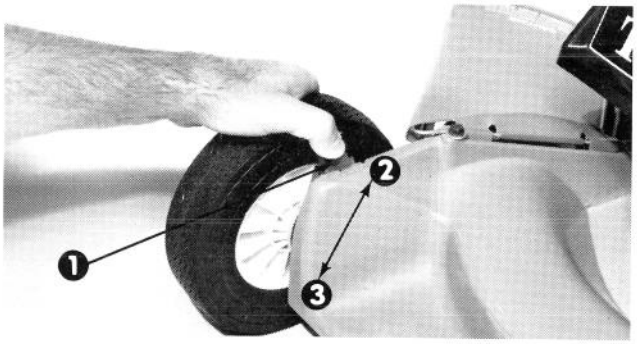

Figure 8
Height-of-Cut Adjuster (Fig. 8) – Height-of-cut is adjustable to one of five approximate settings; 1 inch, 1-1/2 inches, 2 inches, 2-1/2 inches, or 3 inches (25, 38, 51, 64, or 76 mm). In addition, front wheels have a 5/8 inch (16 mm) setting that can be used with the 1 inch (24 mm) rear wheel setting. When cutting thatch or heavy, thick grass, raise rear wheel one setting above the front wheel setting to assure optimim power to the blade.
2. Place thumb against height-of-cut adjuster and fingers on outside of wheel (Fig. 8).